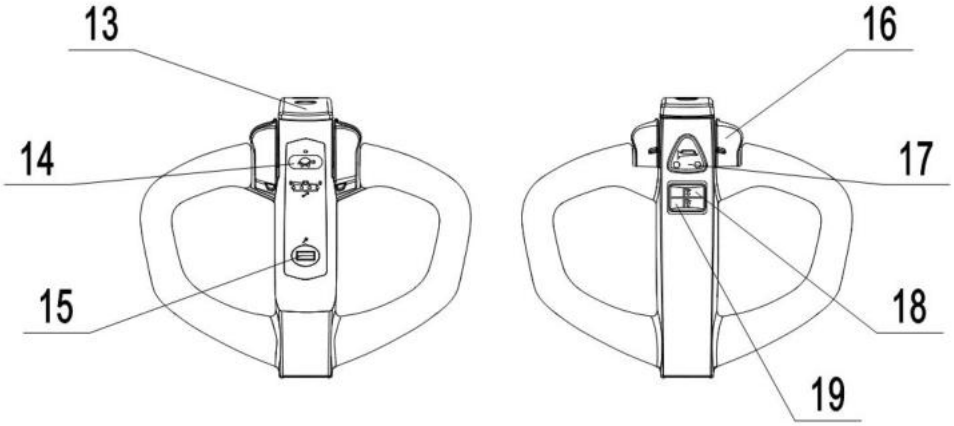
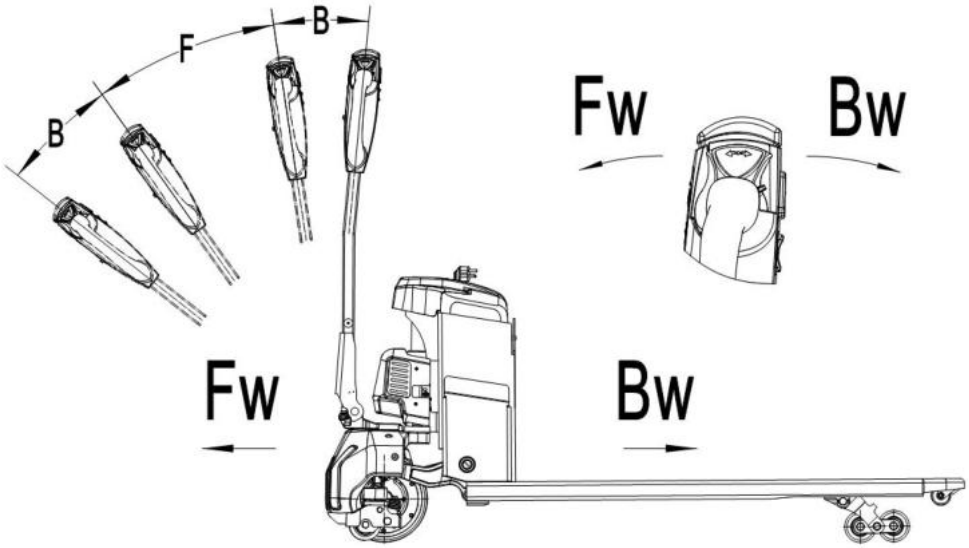

Рис.6: Рукоятка управления
Рис. 8: Направление движения
Удостоверьтесь, что груз находится на паллете, и ежедневная проверка проведена. Вставьте магнитный ключ (рис. 6, поз. 15) в отверстие на рукоятке тележки. Проверьте работу звукового сигнала нажатием на соответствующую клавишу (рис. 6, поз. 17).
Тележка оснащена электромагнитным предохранительным и парковочным тормозом. По окончании работы опустите вилы в нижнее положение. Вытащите магнитный ключ (рис. 6, поз. 15).
Разместите тележку с полностью опущенными вилами под паллетом. Нажмите кнопку подъема (рис. 6, поз. 18), до тех пор, пока не будет достигнута требуемая высота подъема.
Опускание груза производится путем нажатия клавиши (рис. 6, поз. 19). Полностью опустите вилы, убедитесь в отсутствии препятствий позади тележки и аккуратно откатите тележку из-под груза.
После запуска тележки при помощи магнитного ключа переведите ручку в рабочее положение («F», рис. 8)
Отклоните маховики управления в нужном направлении «вперед» («Fw», рис. 18) или «назад» («Bw», рис. 8). Контролируйте скорость передвижения с помощью маховиков (рис. 6, поз. 16) для достижения требуемой скорости.
Нажмите на кнопку замедленного хода с пиктограммой «черепахи» (рис. 6, поз. 14) для перевода тележки в режим перемещения на малой скорости. Повторное нажатие на клавишу вернет тележку в стандартный режим. Нажмите и удерживайте клавишу в течение 2-х секунд для включения режима работы тележки с ручкой, расположенной в вертикальном положении в условиях узкого пространства.
- Переключение лепестков управления (рис. 6, поз. 16) обратно в начальное положение или освобождение лепестков активирует систему торможения. Тележка тормозит до полной остановки.
- При переключении лепестков управления (рис. 6, поз. 16) из положения «движение в одном направлении» в положение «движение в противоположном направлении», тележка постепенно тормозит, пока не начнет движение в противоположном направлении.